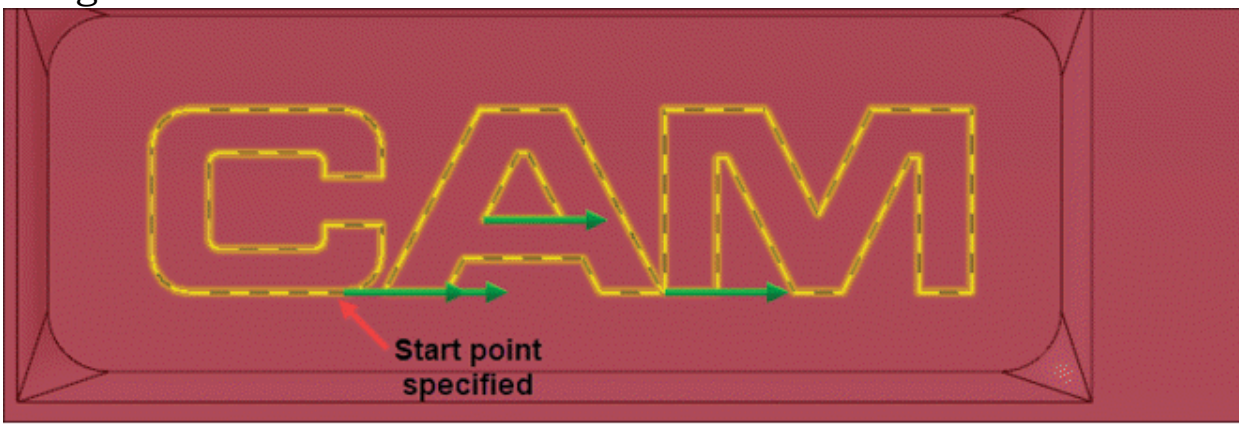

Figure-16. Sketch selected
- Select the text by window selection and click on desired point of text to specify start point for toolpath; refer to Figure-16.